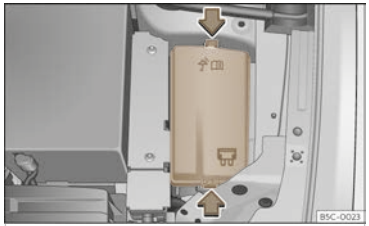

Fig. 228 In the engine compartment: lid of the fuse box.
- Press the locking tabs to unlock the fuse box cover ››› **Fig. 228**.